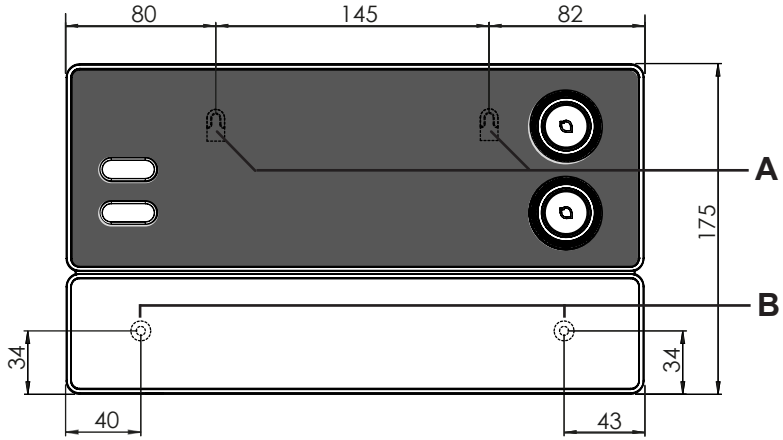

Abb.1 Position der Aufhängevorrichtung und der Montageöffnungen (Maße in mm)
1. Drehen Sie zwei Kreuzschlitzschrauben (16 mm) in ca. 1,70 m Höhe bis zu einem Abstand von 7 mm in die Saunawand ein. Die beiden Schrauben müssen einen Abstand von 145 mm zueinander haben (siehe **Abb.1**).
3. Hängen Sie die Saunasteuerung mit Hilfe der Aufhängevorrichtung **A** auf die montierten Kreuzschlitzschrauben (siehe **Abb.1**).
4. Drehen Sie zwei Kreuzschlitzschrauben (16 mm) in die unteren Befestigungsöffnungen **B** ein (siehe **Abb.1**).